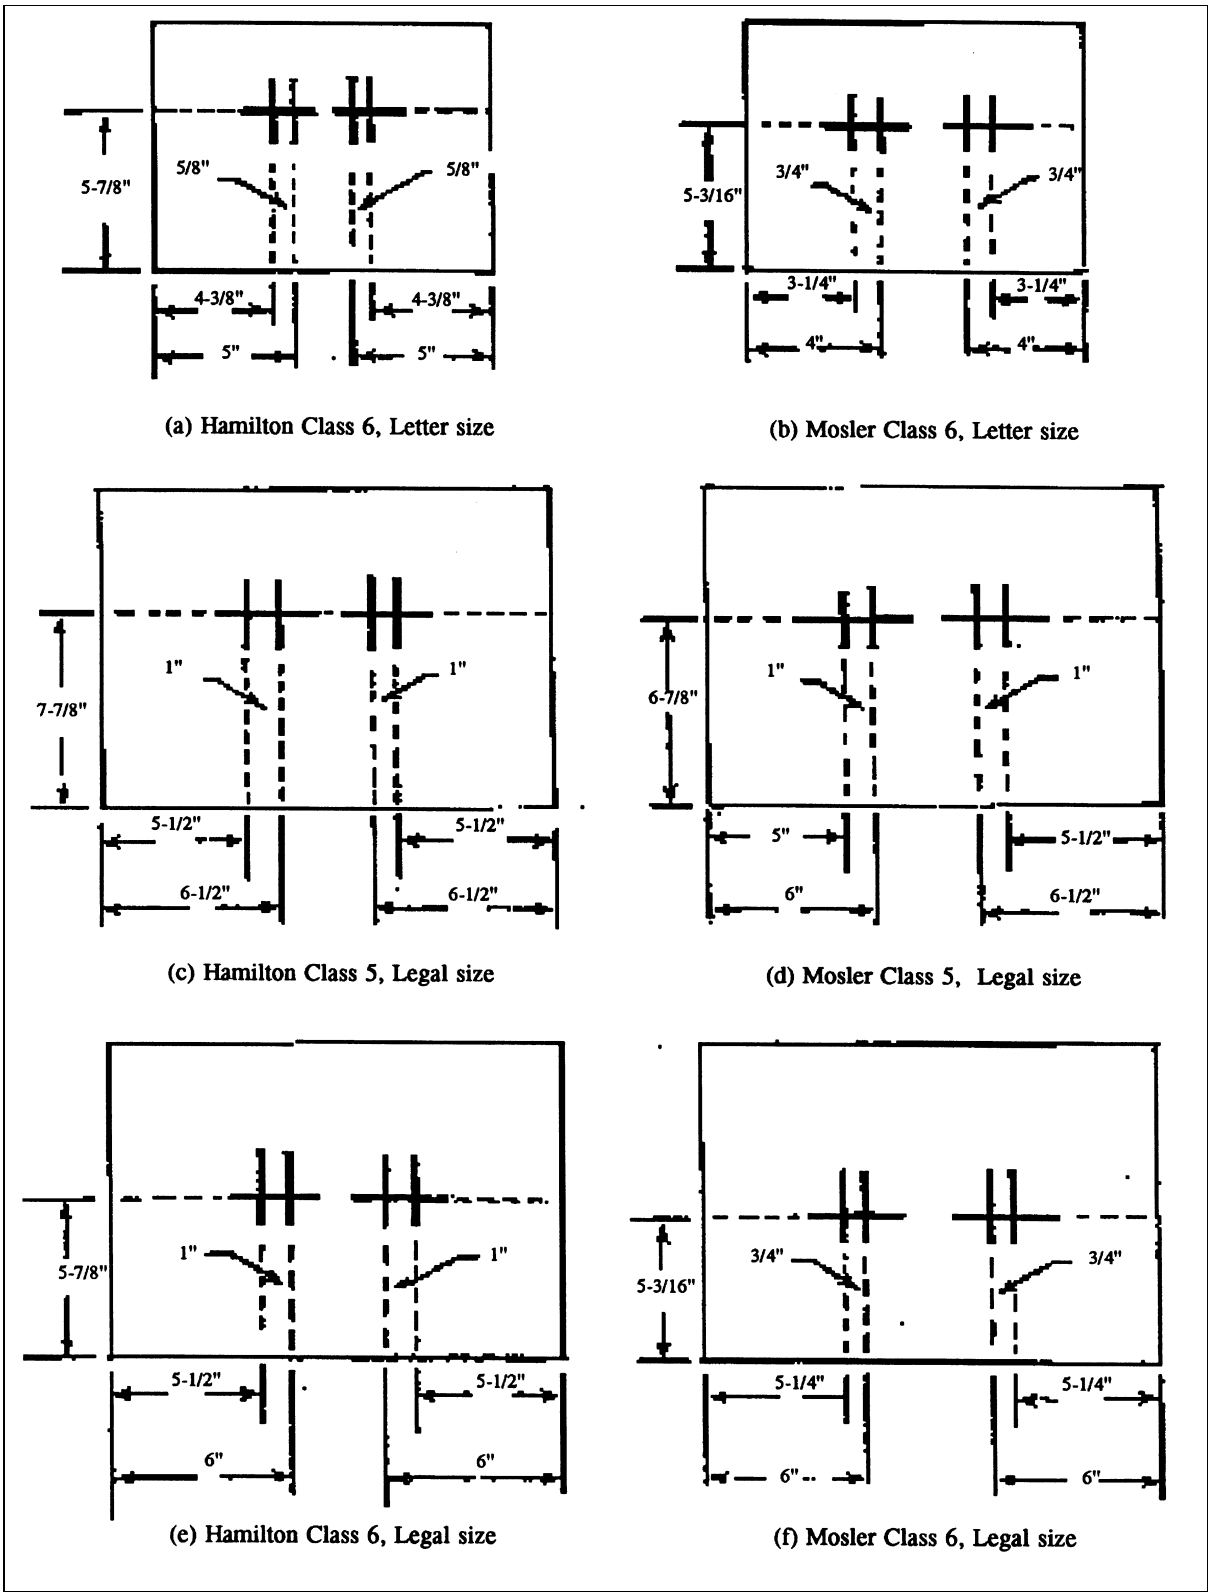

Figure 5. Classes and sizes of security containers, showing cut marks locations.
1. Using the appropriate dimensions in Figure 5, measure up from the bottom of the drawer head and mark. Make at least three equally-spaced marks across the drawer.
3. Using the appropriate dimensions in Figure 5, measure from the right side of the drawer and mark. Repeat this same measurement on the left side of the drawer.
3. Layout and mark cutting locations on the face of the control drawer (see Figure 5).